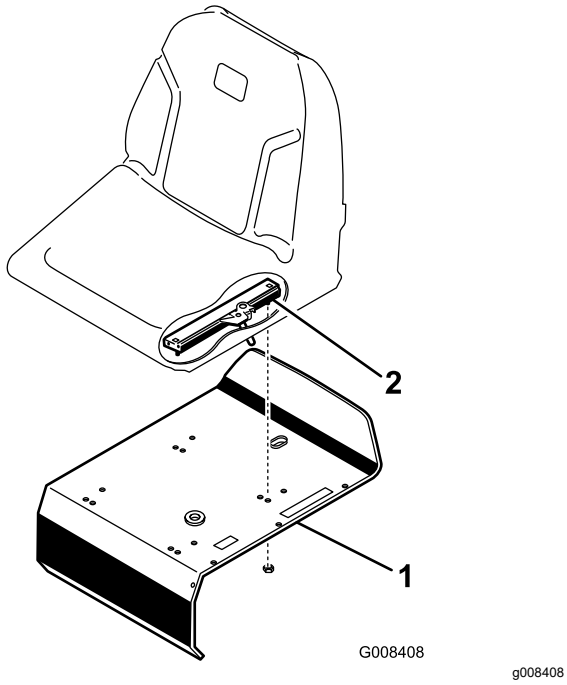

Figure 3
3. Fixez les glissières du siège au support de siège avec les contre-écrous (5/16") fournis dans les pièces détachées (Figure 3).